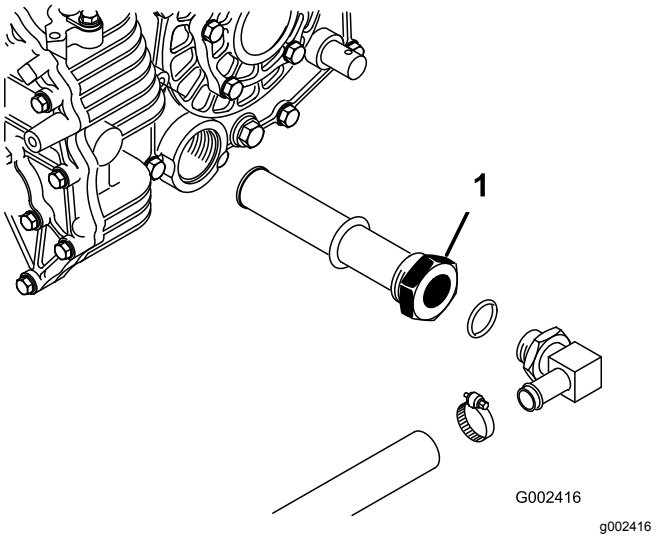

Figur 67
3. Observera riktningen på hydraulslangen och 90-graderskopplingen som är anslutna till filtret på tankens ena sida (Figur 67).